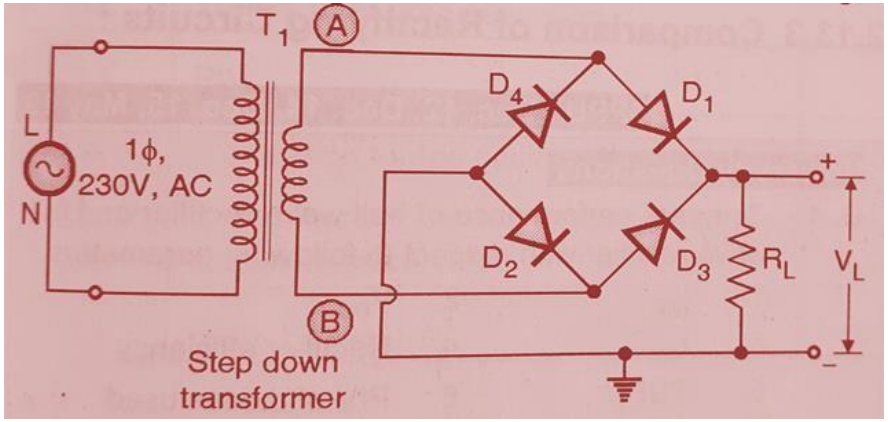

Figure 1: Bridge (Full Wave) Rectifier Circuit
- Bridge rectifier is a FWR circuit that contains four diodes to form a bridge as shown in Figure 1 and delivers power to the load in both half cycles (positive and negative) of ac supply.